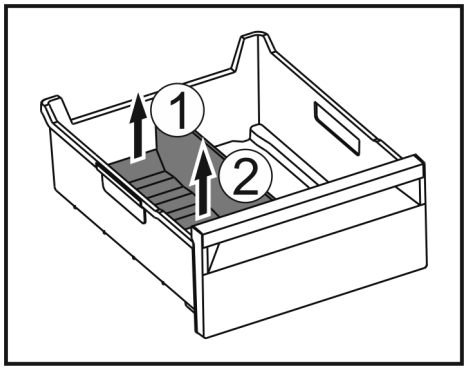

Fig. 151
▶ Paceliet ledus gabaliņu nodalījuma sadalītāja aizmugurējo daļu. *Fig. 151 (1)*
▶ Izņemiet ledus gabaliņu nodalījuma sadalītāju virzienā uz augšu. *Fig. 151 (2)*